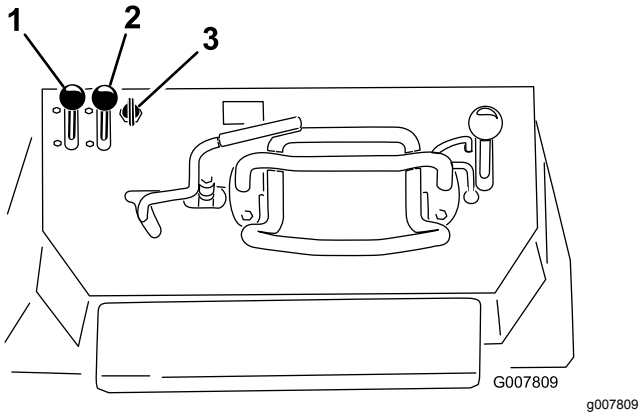

Figuur 19
1. Zet de gashendel halverwege tussen Langzaam en Snel (Figuur 19).
2. Zet de chokehendel in de Aan-stand (Figuur 19).
- Modellen met elektrisch startsysteem: draai het contactsleuteltje naar de stand Aan (Figuur 19). Laat het sleuteltje los zodra de motor aanslaat.
4. Zet de choke langzaam in de stand Uit (Figuur 19). Als de motor afslaat of hapert, schakel dan opnieuw de choke in totdat de motor opwarmt.
5. Zet de gashendel in de gewenste stand (Figuur 19).
1. Zet de gashendel op Langzaam (Figuur 19).
3. Draai het contactsleuteltje op Uit (Figuur 19).